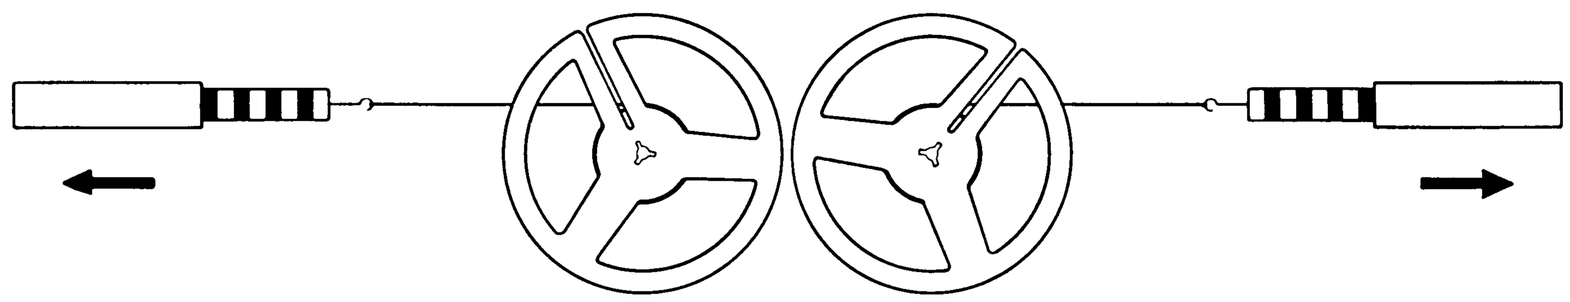

Abb. 3
2.1 Prüfung der Kupplungen (siehe Abb. 3)
Gerät ausschalten, alle Drucktasten in Ruhestellung bringen; gemäß Abb. 3 eine mit ca. 50 cm Band bewickelte Spule auflegen (Kerndurchmesser 60 mm). In das freie Bandende Federwaage einhängen und abziehen.